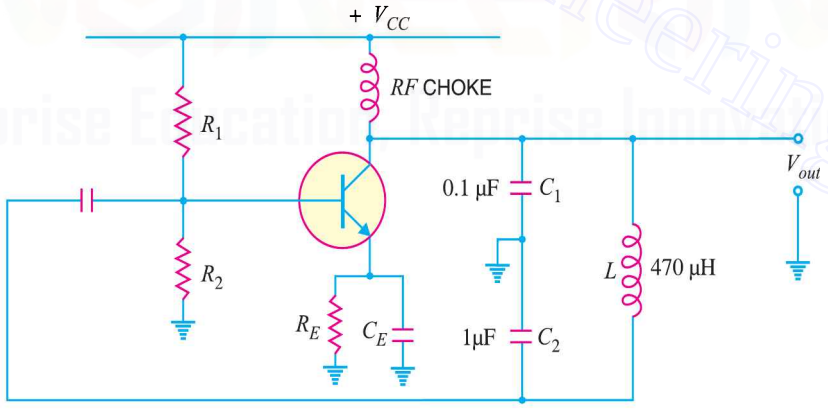

Fig. 14.24
1. Figure 14.24 shows the Colpitt's oscillator. Determine the (*i*) operating frequency and (*ii*) feedback fraction. **[(*i*) 24.5 kHz (*ii*) 0.1]**
3. For the Colpitt's oscillator shown in Fig. 14.24, C_1= 750 pF, C_2 = 2500 pF and L = 40 μH. Determine (*i*) the operating frequency and (*ii*) feedback fraction. **[(*i*) 1050 kHz (*ii*) 0.3]**